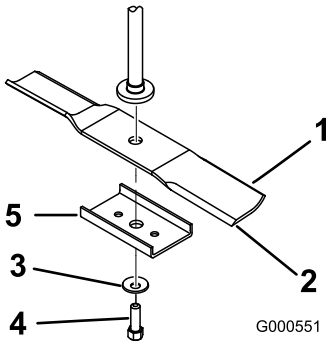

Figur 56
Hold på knivenden med en klud eller en tyk handske. Fjern knivbolten, den buede skive, stiveren til kniven og kniven fra spindelakslen (Figur 56).
1. Monter skærekniven på spindelakslen (Figur 56).
2. Monter knivstiveren, den buede skive (den buede side mod kniven) samt knivbolten (Figur 56).